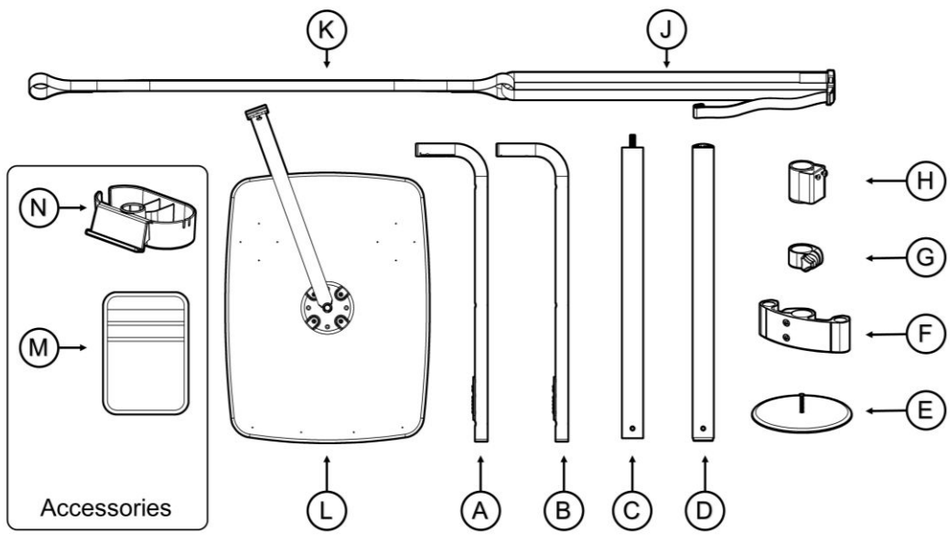

FIGURE 1
1. Remove product from box and identify all parts as shown in *FIGURE 1.*